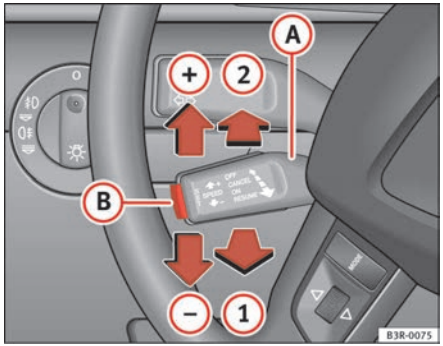

Fig. 151 Controls for the cruise control system
– Pull the lever (A) to position ⇒ fig. 151 (1) to enable the system.
– Briefly press button (B).
– Move the lever (A) up towards ⇒ fig. 151 (+).
– Move the lever (A) down towards ⇒ fig. 151 (-).
– You can increase the set speed in steps of 2 km/h by briefly pressing the lever (A) up towards ⇒ fig. 151 (+).
– You can decrease the set speed in steps of 2 km/h by briefly pressing the lever (A) down towards ⇒ fig. 151 (-).
If no speed was stored when the system was temporarily disabled, a new speed can be set as follows: drive at the desired cruising speed and briefly press button ⇒ page 179, fig. 151 (B) (SET).
- Move lever (A) ⇒ page 179, fig. 151 to position (2) (click stop engaged).